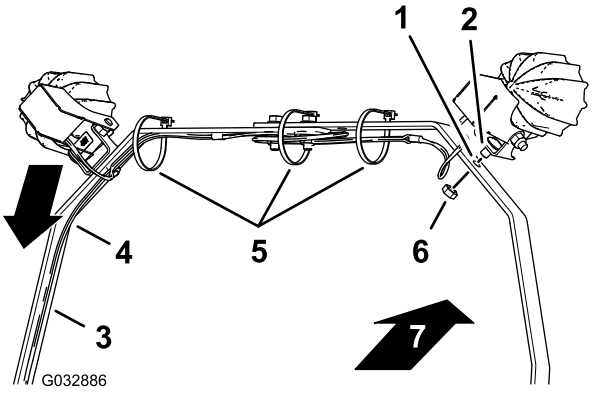

Rysunek 12
1. Ustaw oprawy lamp tak, aby klosze były skierowane do przodu maszyny (Rysunek 12).
2. Poprowadź wiązkę przewodów wzdłuż lewej listwy wsporczej lamp w sposób pokazany na Rysunek 12.
3. Włóż krótką śrubę podsadzaną zamontowaną do wspornika montażowego lampy LED w otwór w listwie wsporczej lamp (Rysunek 12).
4. Za pomocą nakrętki zamocuj lampę LED i krótką śrubę podsadzaną do listwy wsporczej lamp (Rysunek 12).
7. Za pomocą opasek kablowych zamocuj wiązkę przewodów do listwy wsporczej lamp w sposób pokazany na Rysunek 12.